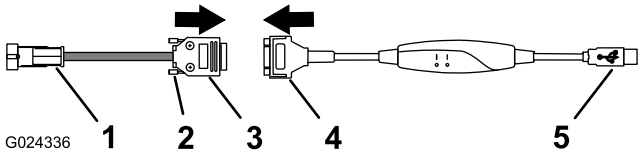

Figure 2
2. Branchez le le connecteur à 9 douille au connecteur à 9 broches du câble de diagnostic (Figure 2).
3. Fixez le connecteur du faisceau adaptateur au connecteur du câble de diagnostic en serrant les 2 sur le connecteur de l'adaptateur (Figure 2).